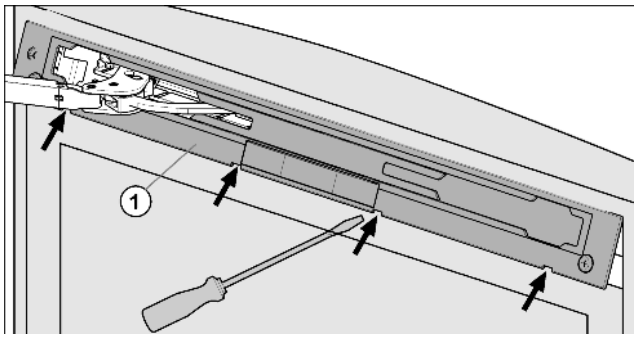

Fig. 4
▶ Disengage and remove the faceplate *Fig. 4 (1)* using a flat-blade screwdriver.